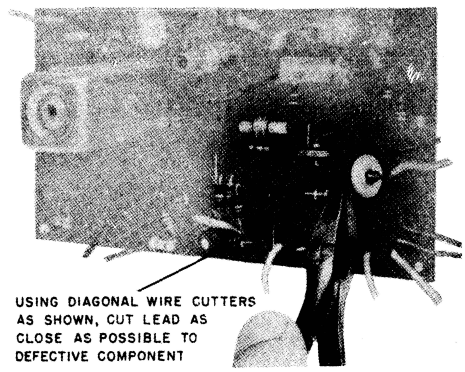

FIGURE 1. Cutting a Defective Resistor Free of the Printed Circuit Board.
1. If the leads extending from the defective components are long enough for a replacement component to be soldered to it, cut the leads where they enter the defective component. ***See Figure 1.***